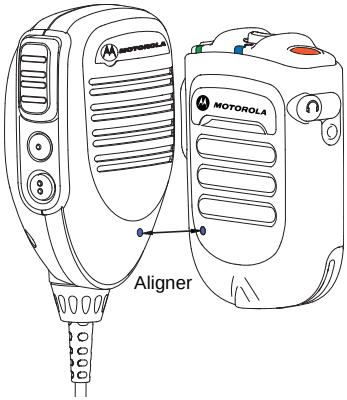

Figure 2.10: Couplage de votre WRSM
2. Placez le point bleu (repère de sécurité de couplage) sur le WRSM à environ deux centimètres du point bleu (repère de sécurité de couplage) sur le microphone Mobile Gateway. Reportez-vous à la Figure 2.10.